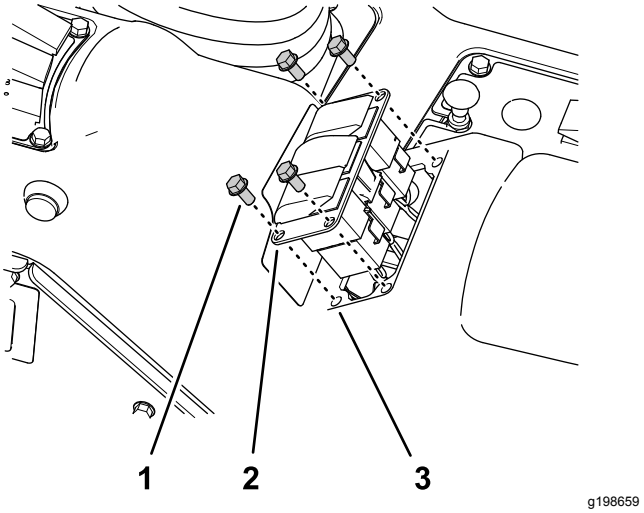

Rysunek 33
1. Odkręć cztery śruby kołnierzowe (¼ x ½ cala) mocujące panel 3 przełączników do konsoli sterowania (Rysunek 33).
3. Odłącz złącze 8-stykowe gniazdowe wiązki przewodów maszyny (oznaczone **Przełącznik regulacji dawki**) od złącza 8-stykowego przełącznika (Rysunek 33).
6. Dopasuj zaślepkę przełącznika do otworu w panelu 3 przełączników w miejscu odkręconego przełącznika regulacji dawki (Rysunek 33).
7. Wciskaj zaślepkę przełącznika w panel 3 przełączników, aż zatrzaśnie się bezpiecznie w panelu (Rysunek 33).